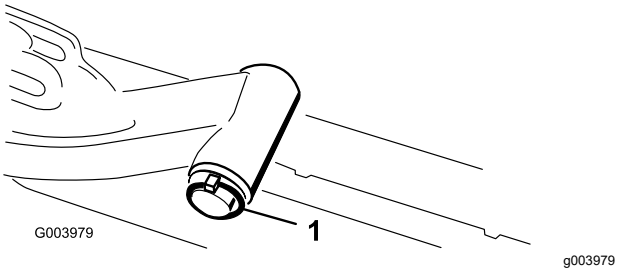

Figur 18
A. Fjern ringstiften og skiven som fester løftearmens dreieaksel til løftearmen og skyv løftearmens dreieaksel ut av løftearmen (Figur 18).
C. Før inn løftearmakselen i løftearmen og fest den med skiven og ringstiften (Figur 18).